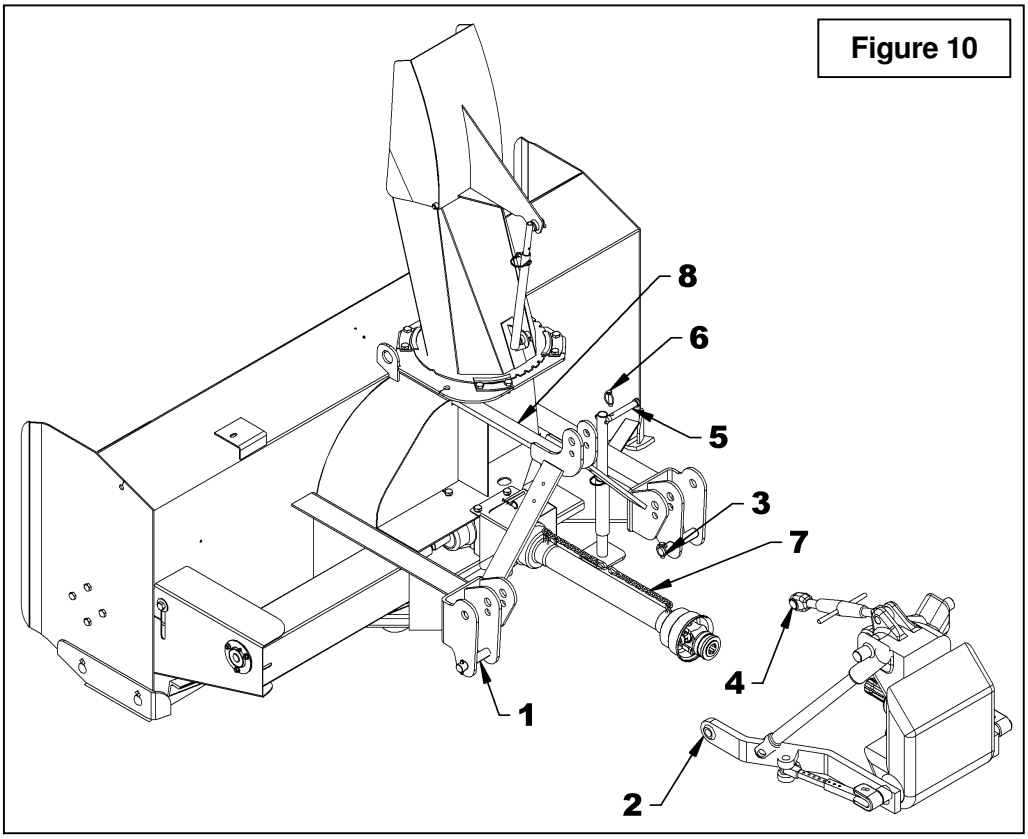

Figure 10
3. **Figure 10:** Detach upper link (item 4) by removing linchpin and pin (items 6-5).
4. **Figure 10:** Disconnect driveline from tractor and attach the driveline safety chain (item 7around the upper hitch (item 8).
5. **Figure 10:** Carefully detach lower links (items 2) from hitch pins (item 1) by removing linchpins (items 3), loosen anti-sway turnbuckles and slowly back tractor away from the snowblower.